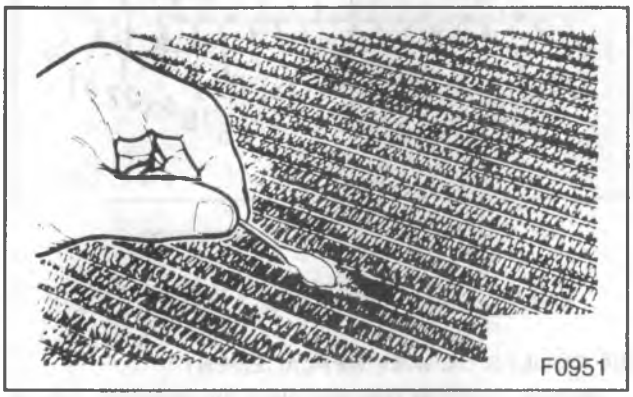

Figure 27—Scrubbing the Area with A Cotton Swab
6. Scrub the repair area with a cotton swab until a fresh swab stays clean (figure 27). The clear, yellow-brown coating does not have to be removed.